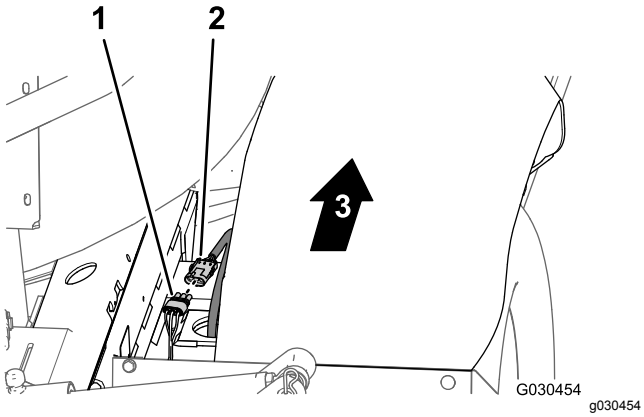

Figuur 36
1. Koppel achteraan de machine (tussen de rechter framebuis en het rechter spatbord) de stekker met 3 pinnen van de kabelboom van de snelheidssensor aan de rechter hydraulische tractiemotor af van de busconnector met 3 contacten van de achterste hoofdkabelboom (Figuur 36).